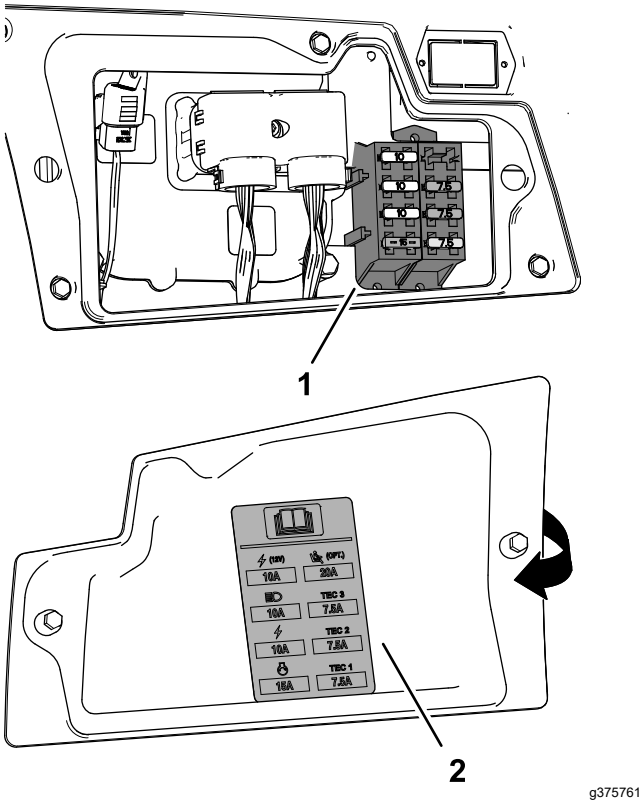

Figuur 100
3. Vervang de gesprongen zekering (Figuur 100) door een zekering van dezelfde soort en met dezelfde stroomsterkte.